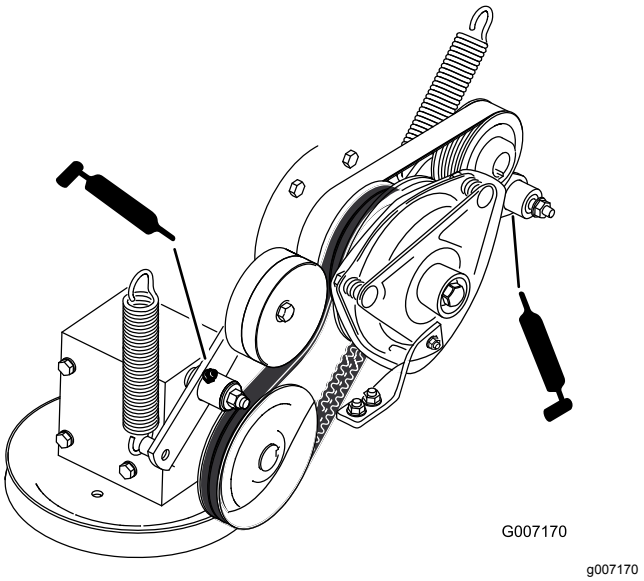

**Figuur 56**
8. Smeer de arm van de riemspanpoelie van de aftakas (Figuur 56).
9. Smeer de arm van de riemspanpoelie van de pomp (Figuur 56).